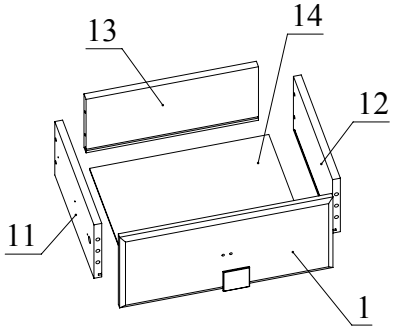

Рис.8
7. Соберите ящики. Для этого соединить деталь 13 с деталями 11 и 12 с помощью конфирматов. Затем вставить деталь 14 в пазы деталей 11, 12, 13. Соединить деталь 1 с деталями 11, 12 и затянуть головки минификсов. (Рис. 8).